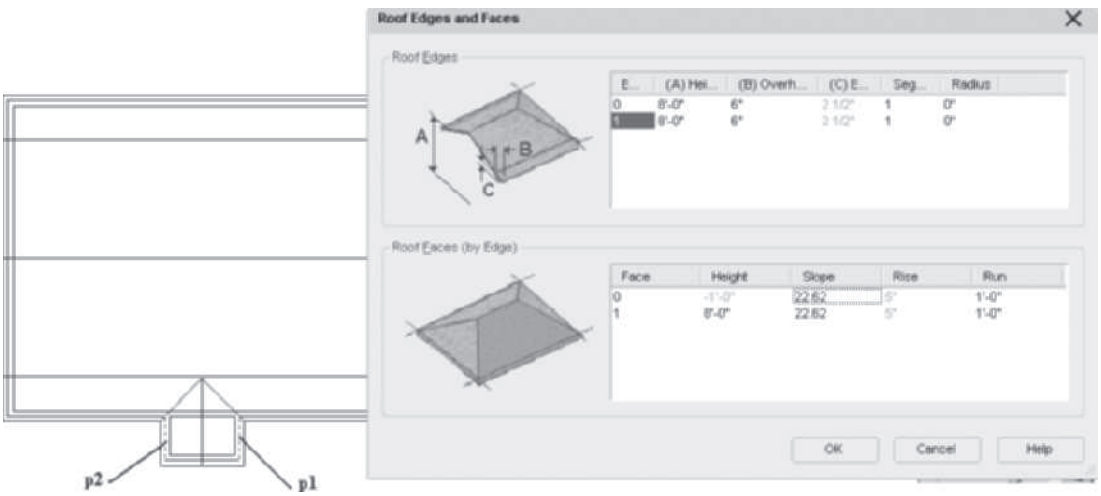

FIGURE 7.22 *Creating equal slope for upper and lower faces*
15. In this and the following step the slope of each face of the edges is modified to create a single slope shape. Select the roof, right-click, and choose **Edit Edges/Faces** from the shortcut menu. Select edges at **p1** and **p2** as shown in Figure 7.22. Press ENTER to open the Roof Edges and Faces dialog box.
16. Select **Edge 0** in the **Roof Edges** section of the Roof Edges and Faces dialog box. Click in the **Slope** column of Face 0 and change the slope to **22.62 [21.80]**. Select **Edge 1** in the **Roof Edges** section and change the slope of Face 0 to have a slope of **22.62 [21.80]**, as shown in Figure 7.22. Click **OK** to dismiss the Roof Edges and Faces dialog box. Press Escape to end selection.